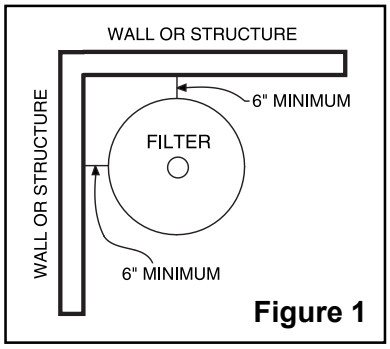

Figure 1
3. Provide sufficient clearance around the filter to permit visual inspection of the clamp. Refer to Figure 1.